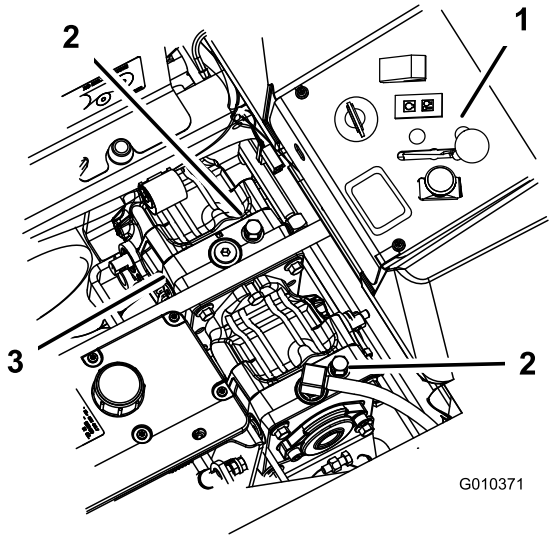

**Figuur 31**
2. Draai de omloopkleppen één slag naar links. Hierdoor kan de hydraulische vloeistof rond de pomp worden geleid zodat de wielen kunnen draaien (Figuur 31.
Draai de omloopkleppen een slag naar rechts om de machine in bedrijf te stellen (Figuur 31).